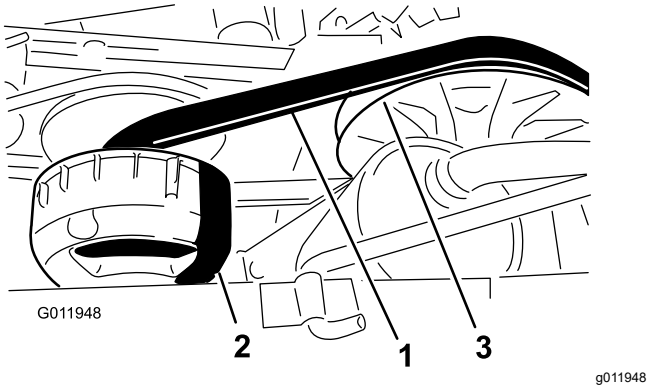

Figur 66
4. Vrid på remmen (Figur 66) och kontrollera om den är sliten eller skadad.
3. Vrid remmen och dra den över sekundärkopplingen (Figur 66).
4. Ta bort remmen från primärkopplingen (Figur 66).
5. Placera den nya remmen över primärkopplingen (Figur 66).
6. Vrid remmen och dra den över sekundärkopplingen (Figur 66).